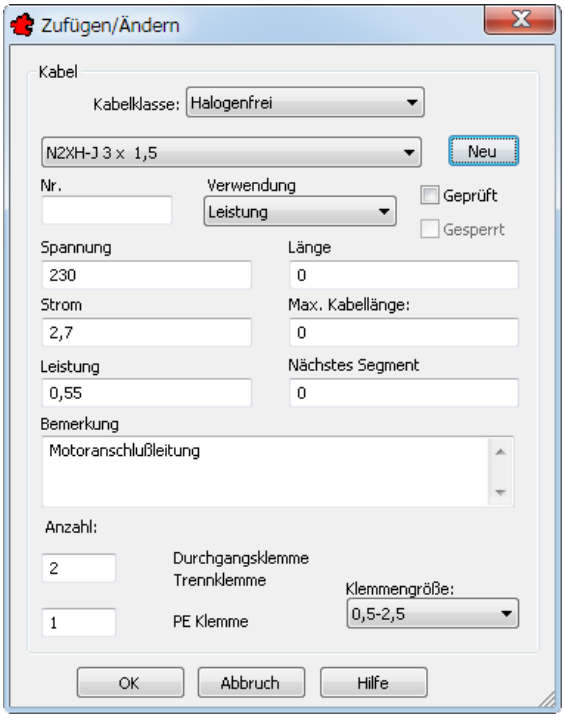

Bild 36.70 – Die Dialogbox *Zufügen/Ändern* zur Definition der Kabelzuordnung
- In der Kabelliste werden noch die erforderliche Länge, der zugehörige Strom, die Spannung und der Verwendungszweck angegeben, beispielsweise *Motor-Anschlussleitung* (vgl. Abb. 36.70).
- Mit der Schaltfläche *Bearbeiten* oder einen Doppelklick auf den Listeneintrag öffnen Sie eine bestehende Zuordnung zur Bearbeitung (Abb. 36.70).